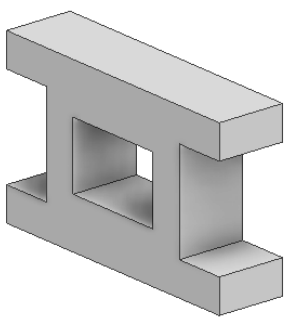

Figure 2-100 *The model created on extruding the sketch*
5. Choose **OK** from the dialog box to create the model and exit the **Properties-Extrusion** tool. The extruded model is shown in Figure 2-100.